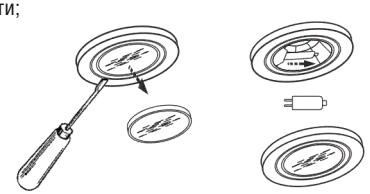

рис. 14
8.6.2 Замена галогенной лампы (рис. 14):